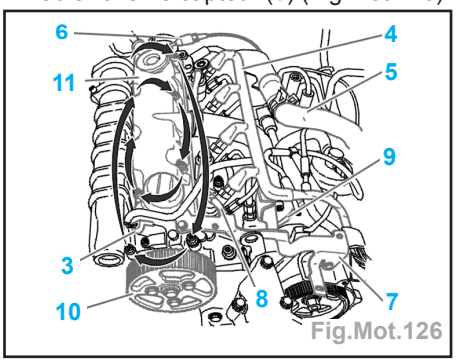

Fig.Mot.126
- Débrancher le capteur (3) (Fig.Mot.126).